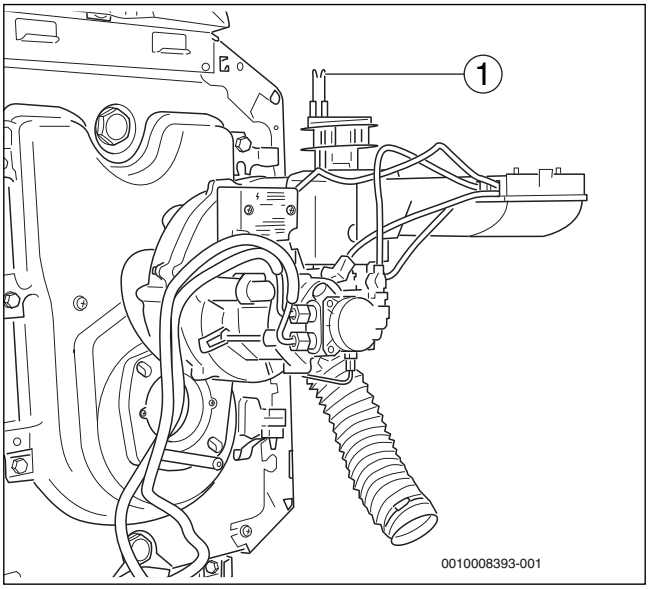

*Bild 33 Brenner in Serviceposition aufstecken*
- ▶ Brenner in Serviceposition (→Bild 33) aufstecken.